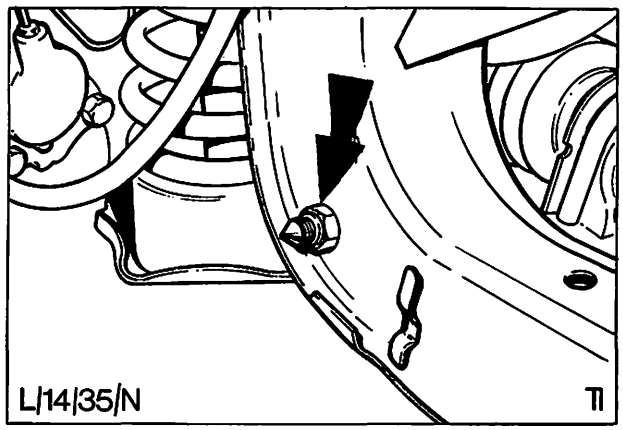

Abb. 19 Einbaulage der Scharnierschraube des unteren Querlenkers
23. Feder weiter zusammendrücken und unteren Querlenker an den Verbindungsträger ansetzen. Schraube einschieben, Abb. 19, aber noch nicht anziehen.